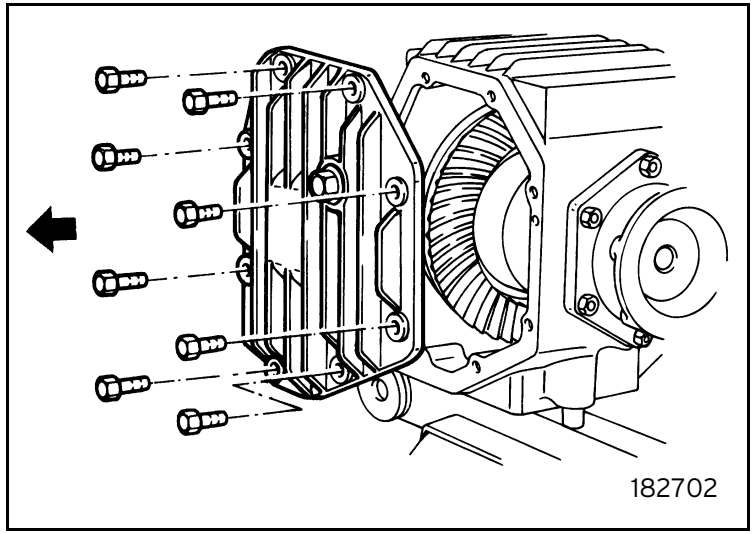

Fig. 2
- Loosen the fastening screws and remove the differential carrier cover (figure 2).